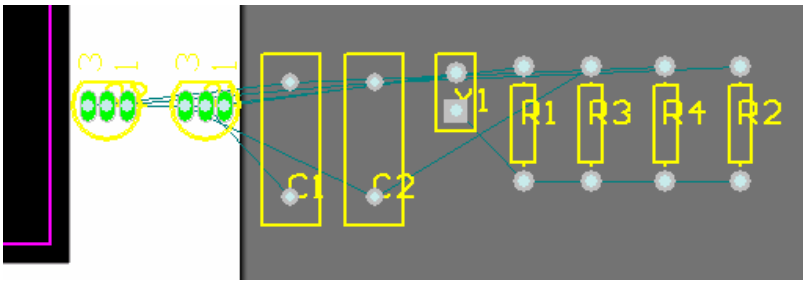

図 4. ボードの横に並べられた配置前の部品
5. **Close** をクリックすると対象とする PCB が開き、図 4 に示すように部品をボードに配置できる状態になります。コンポーネンが表示されない場合は、ショートカットキー**V, D**（View Document）を使ってください。